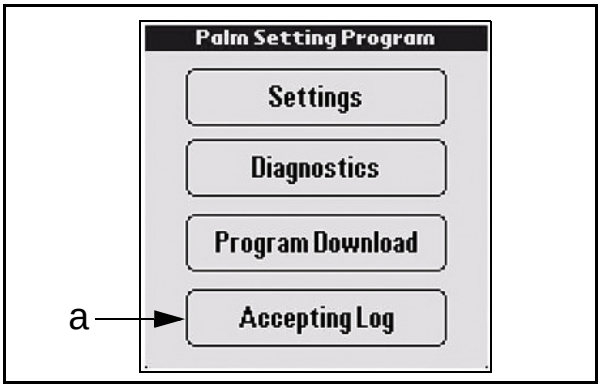

Figure 7-16 Accepting Log Mode Selection
1. On the **Program Download** main Menu Screen, select the Accepting Log menu Screen Button (See Figure 7-16 a).
d. (Back) to return to the **Palm Setting Program** Menu Screen of Figure 7-16.